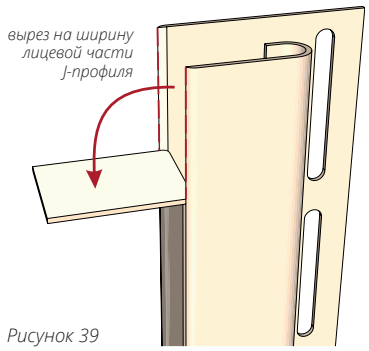

Рисунок 39
14.3 Для соединения двух профилей под углом 90° – вариант №2. Сделайте подрез J-профиля который должен монтироваться верхним согласно рис. 39.